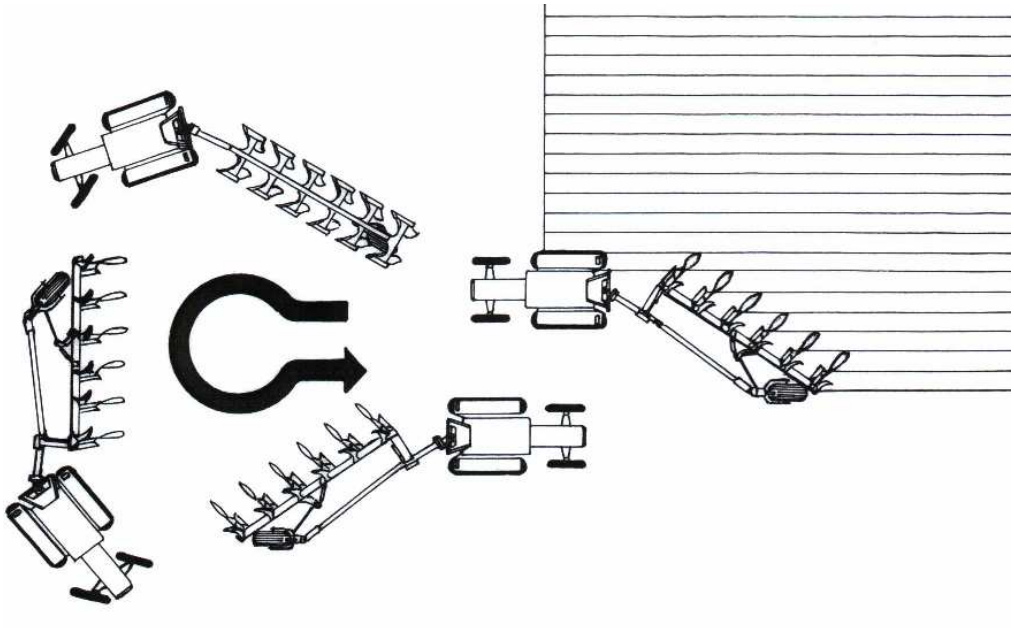

Rys.3
c). Zacznij obrót pługa niezwłocznie po wyjściu wszystkich korpusów z ziemi (**Rys. 3).**